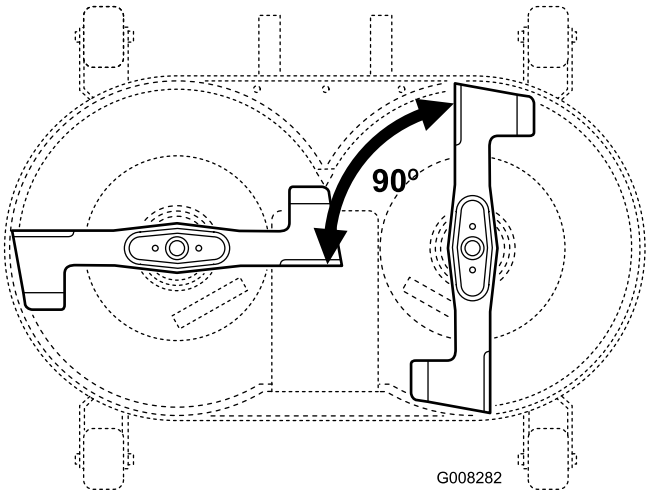

Figuur 38
2. Zet de messen in een hoek van 90 graden ten opzichte van elkaar (Figuur 38).